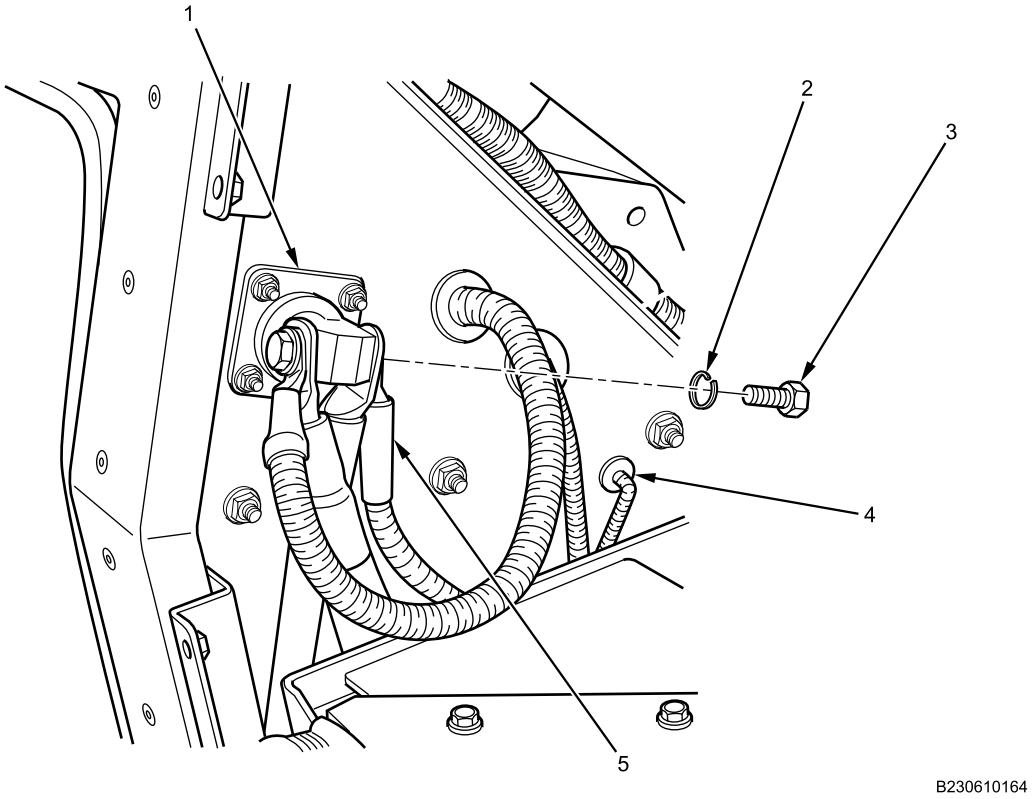

Figure 6. NATO Jump Start Negative Cable.
9. Remove bolt (Figure 6, Item 3) and lockwasher (Figure 6, Item 2) from NATO jump start (Figure 6, Item 1) negative side. Discard lockwasher.
10. Pull negative cable (Figure 6, Item 5) through storage bin grommet (Figure 6, Item 4) and remove cable.